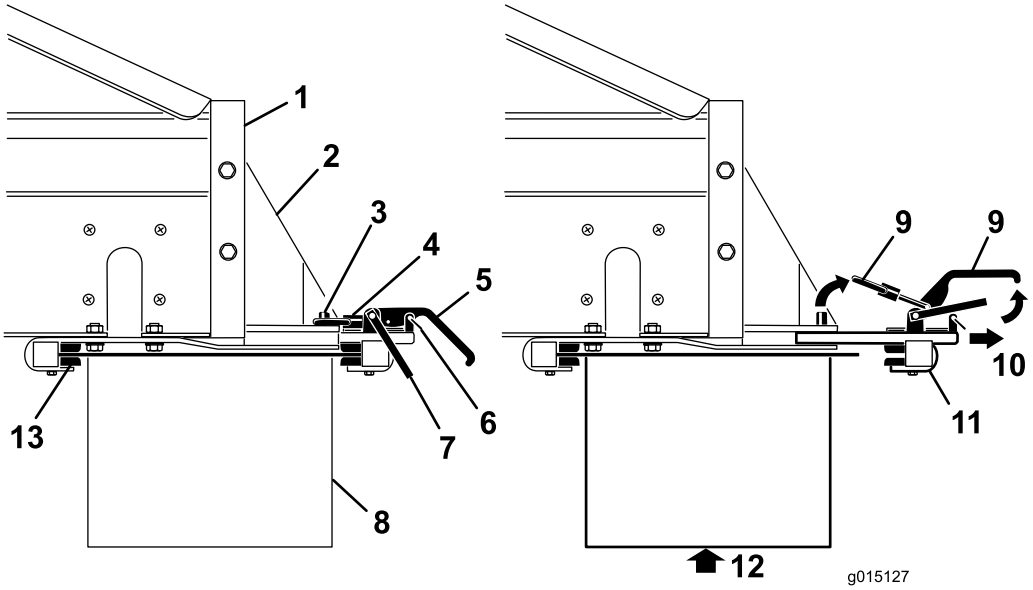

Figuur 37
3. Verwijder de klemmen van de veiligheidsvergrendeling van de klemhendels (Figuur 37).
4. Breng de veiligheidsvergrendeling en vervolgens de klemhendels van de optiebevestiging omhoog en maak de vergrendelringen los van de vergrendelpennen (Figuur 37).
5. Schuif de klemconstructie van de achterste optiebevestiging uit de snelkoppelsleuven (Figuur 37).
6. Steek samen met een tweede persoon de voorste rand van de dwarstransporteur/zwenkset omhoog en onder de achterkant van de MH-400 in de voorste klemmen op de beugels (Figuur 37).
7. Ondersteun de dwarstransporteur/zwenkset en schuif de bevestigingsklem van de achterste optie terug in de sleuven in de beugels en over de achterkant (Figuur 37).
9. Plaats de klemmen van de veiligheidsvergrendeling terug op de klemhendels (Figuur 37).